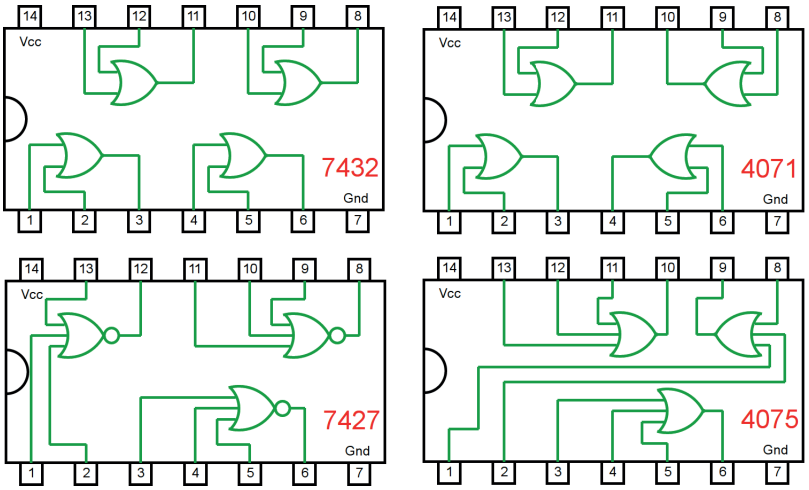

Figura 4.11 – Circuitos integrados TTL e CMOS.
a) Coloque os circuitos integrados (TTL e/ou CMOS da figura 4.11) nas posições indicadas.
d) Conecte os fios verdes. Os fios verdes estão conectados ao terra e portanto fornecendo valor lógico (0) às entradas de todas as portas do CI.